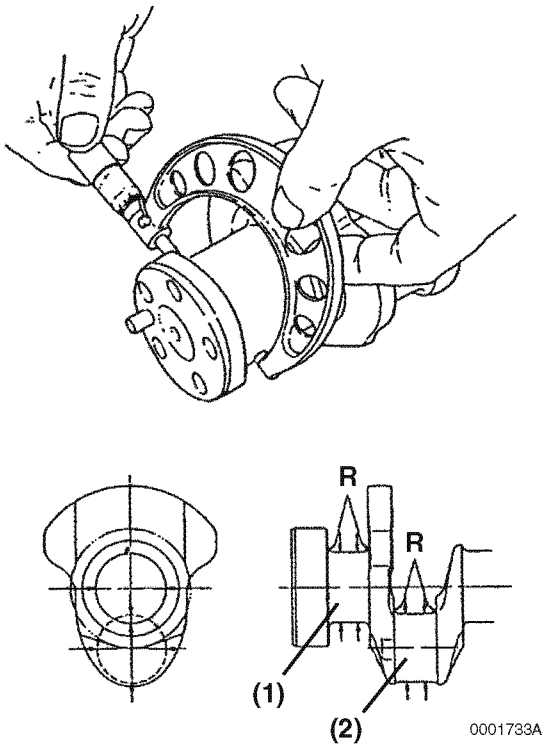

Figure 6-123
5. Measure the outside diameter of each crankpin **(Figure 6-123, (2))** and main bearing journal **(Figure 6-123, (1))**. *See Crankshaft on page 6-14 for specifications.* Take measurements at several places around each bearing surface. If not within specification, grind the journals and install undersize bearings, or replace the crankshaft.